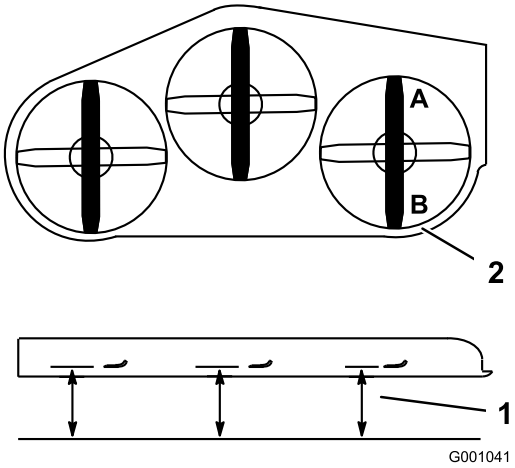

Figur 75
1. Ställ in den högra knivens främre-bakre lutning (Figur 75).
2. Mät den högra kniven vid punkt **A**, från en plan yta till knivens egg (Figur 75).
4. Mät den högra kniven vid punkt **B**, från en plan yta till knivens egg (Figur 75).
6. Klipparkniven ska vara ca 6 till 10 mm lägre vid punkt **A** än punkt **B** (Figur 75). Fortsätt till nästa steg om detta inte är korrekt.